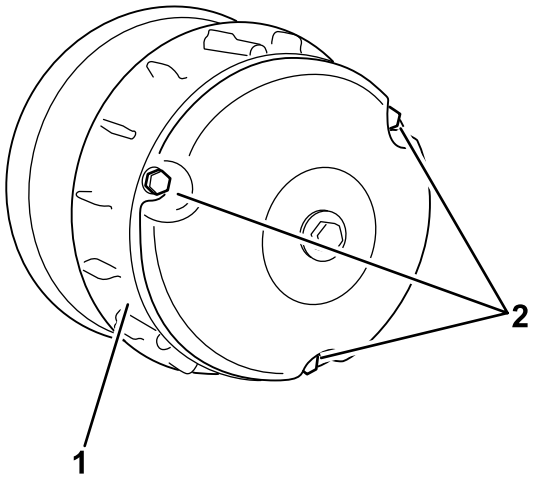

Figur 63
2. Fjern de tre skruene som fester dekselet til clutchen og fjern dekselet (Figur 63).
4. Sett på clutchdekselet og fest det med de tre skruene (Figur 63) som du fjernet i (2).